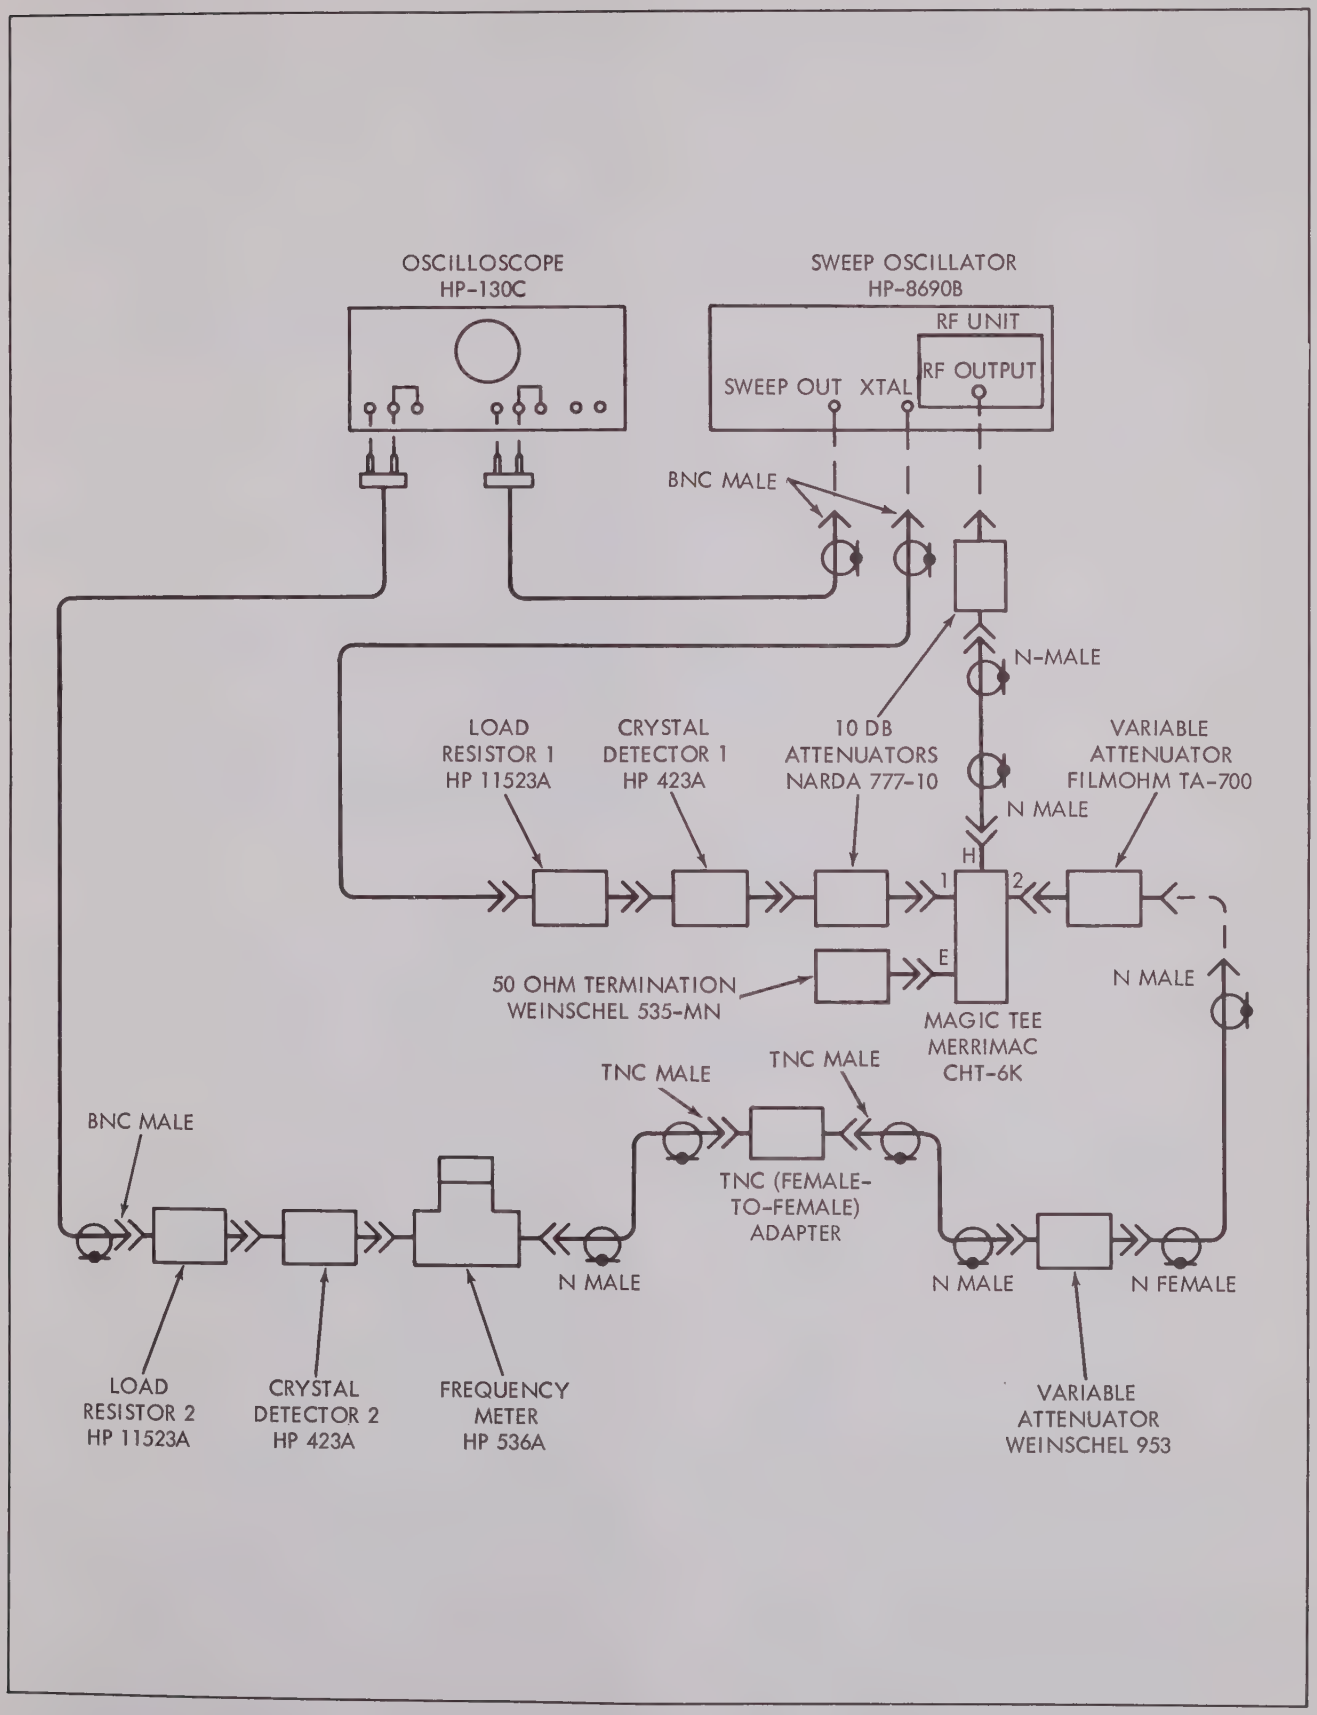

Figure 4-16. Preselector Assembly Checkout
4-31. Checkout. Each of the preselectors tested require similar procedures for checkout; figure 4-16 provides the test setup. Table 4-6 provides the required test equipment designations not provided on the referenced figure; the desired preselector characteristic curve associated with each preselector is also referenced in the table. The checkout procedure is as follows:
a. Connect the equipment as shown in figure 4-16.
d. Remove the preselector from the RF-3000 as indicated by the paragraph reference of table 4-6, and insert it into the setup of figure 4-16 in place of the TNC (female-to-female) adapter.